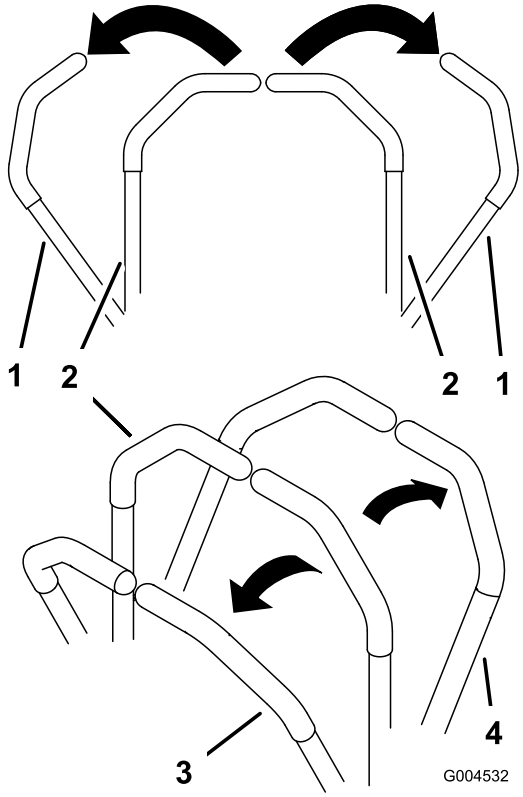

Figur 15
2. Kör framåt genom att försiktigt föra rörelsereglagen framåt (Figur 15).
Kör rakt bakåt genom att trycka lika mycket på båda rörelsereglagen (Figur 15).
För att svänga lättar du på trycket på det rörelsereglage som är närmast det håll som du vill svänga åt (Figur 15).
2. Backa genom att försiktigt dra rörelsereglagen bakåt (Figur 15).